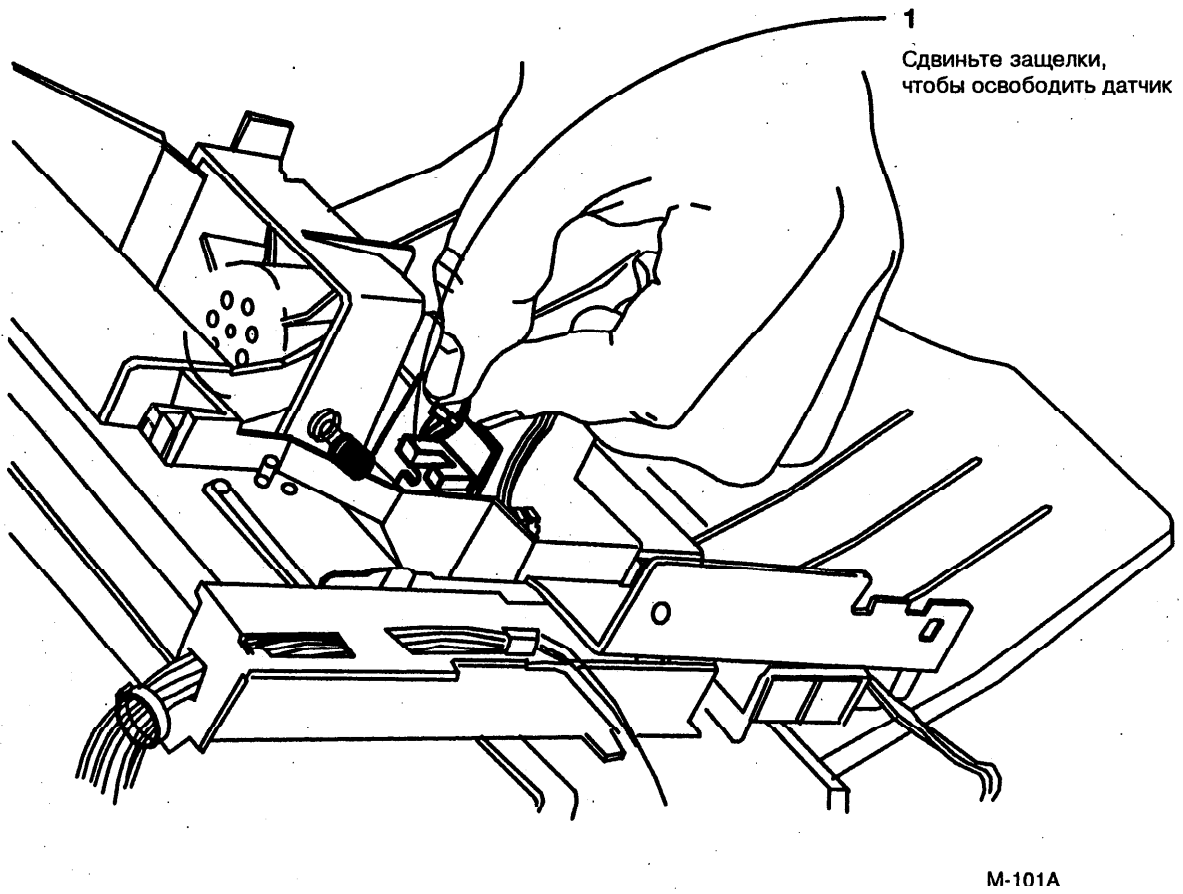

Рис. 1. Снятие датчика выхода бумаги (Q4)
2. (Рис.1): Снимите датчик выхода бумаги.